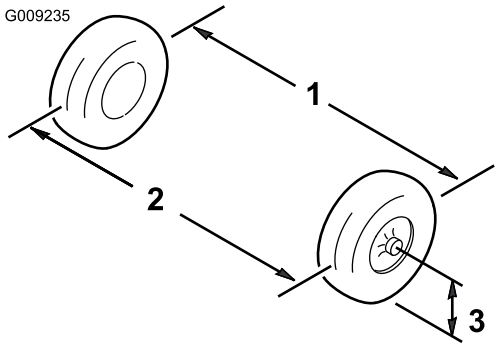

Figur 43
6. Mät avståndet mellan de båda framhjulen vid axelhöjd, både framtill och baktill på framhjulen (Figur 43).